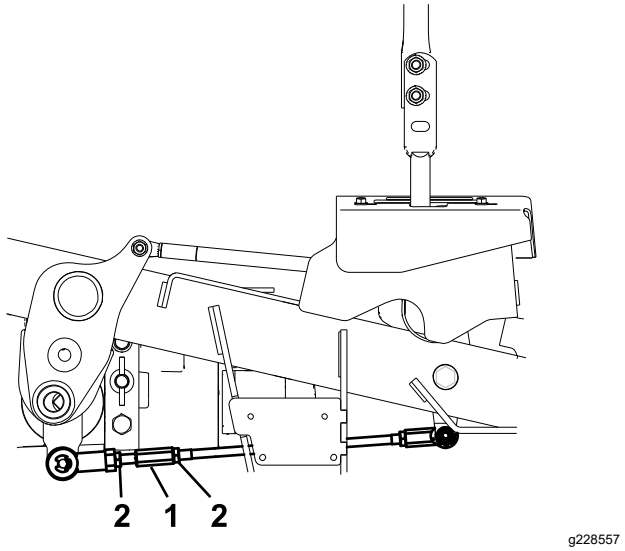

Figura 59
10. Ajuste os comprimentos da barra de controlo da bomba rodando as porcas duplas na barra na direção adequada até as rodas andarem ligeiramente para trás (Figura 59).